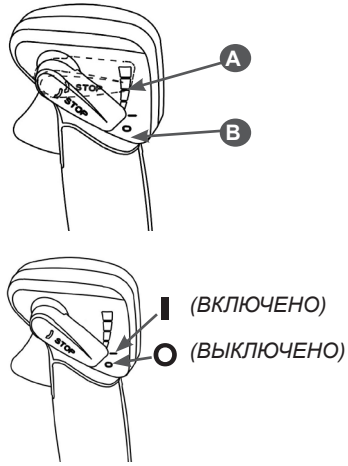

Рис. 11. Фиксированное положение комбинированного рычага
5. В процессе работы вы можете установить комбинированный рычаг в фиксированное положение, при этом нажимать на рычаг газа не нужно (Рис. 11).